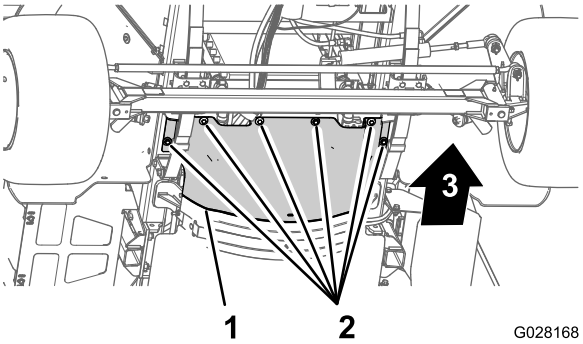

**Figur 60**
3. Ta bort de sex sexkantsskruvarna och sex brickorna som fäster den främre värmeskölden till chassit och ta bort skölden (Figur 60).